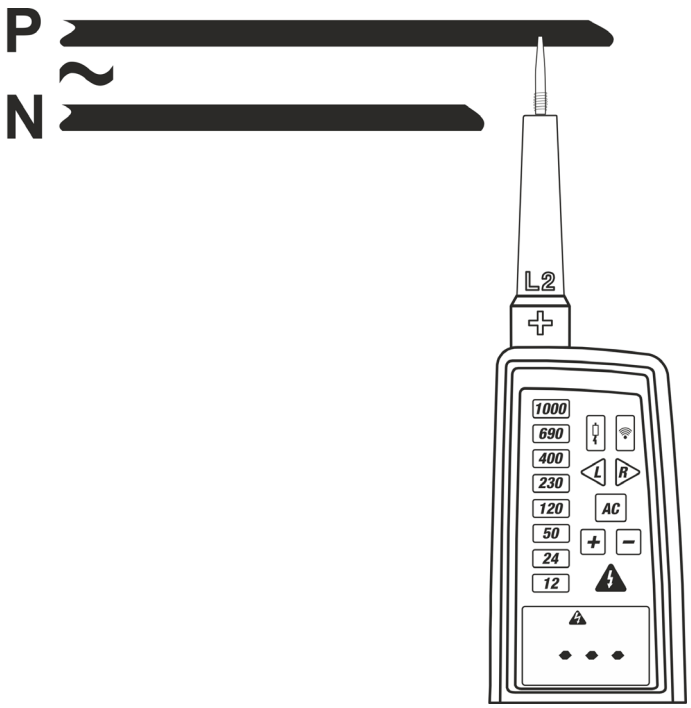

Fig. 7: Misura di Tensione AC a 1-filo (polarità)
2. Collegare il puntale **L2** alla sorgente in prova (vedere Fig. 7). La misura è eseguita **solo con contatto dei puntali sulla parte metallica dei conduttori**